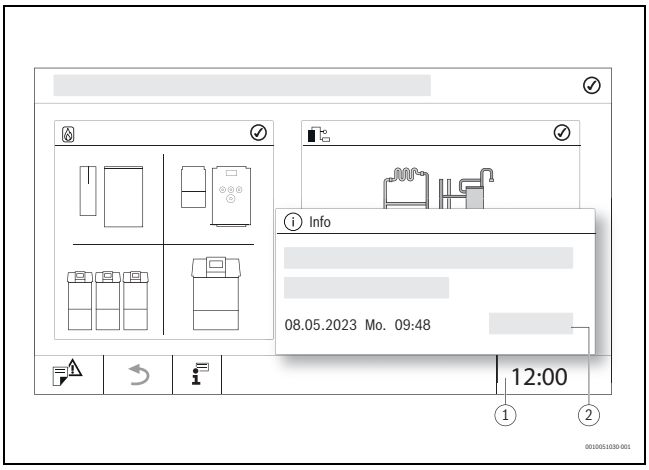

Fig. 14 Convertir l'heure du système
▶ Effleurer l'heure (→ fig. 14, [1]).
▶ Effleurer **Enregistrer** (→ fig. 14, [2]).